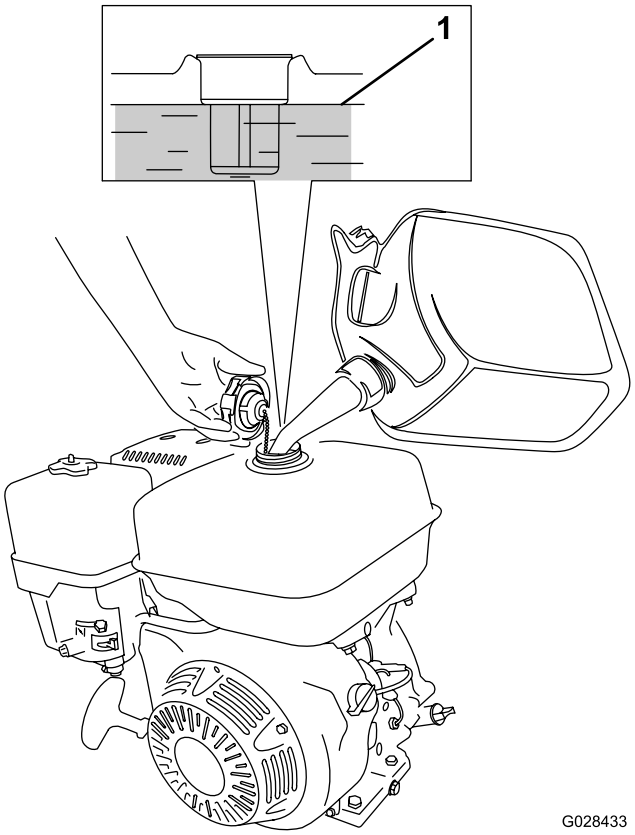

**Figur 16**
1. Rengör runt tanklocket och avlägsna locket från tanken (Figur 16).